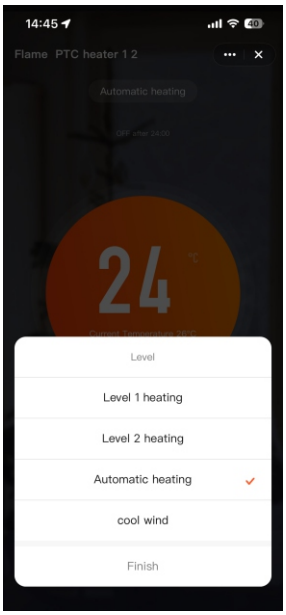

Bild9
3. Drücken Sie „Level“, um die in Bild 9 gezeigte Anzeige aufzurufen.